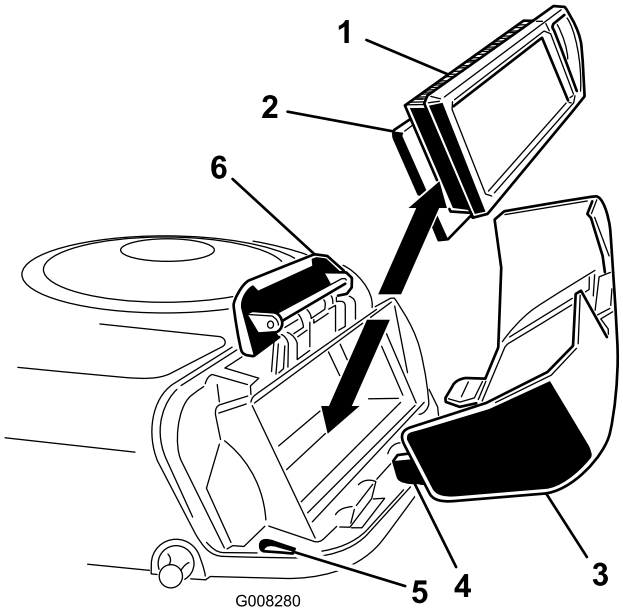

Figur 22
4. Skyv skumelementet og papirelementet fra viftehuset (Figur 22).
2. Rett inn tappene på luftrenserdekslet i forhold til slissene til viftehuset (Figur 22). Heng håndtaket på dekslet, og trykk ned håndtaket for å låse dekslet på plass.